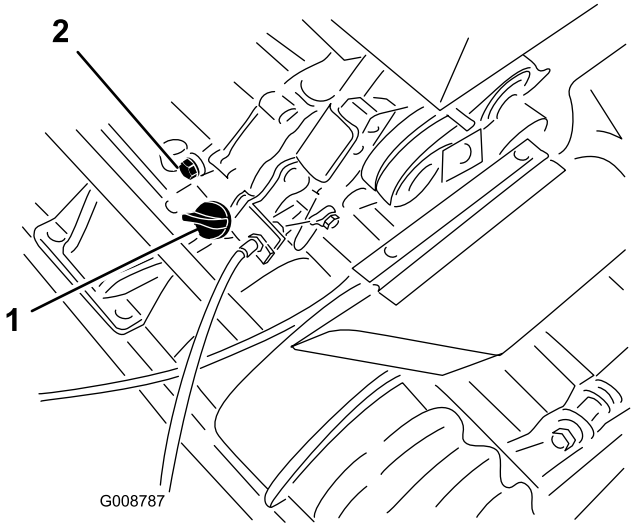

Figur 26
1. Plasser gressklipperen slik at motoren står jevnt, og rengjør rundt oljenivåmåleren (Figur 26).
2. Sett et oppsamlingsfat under tappepluggen bak på maskinen (Figur 26).